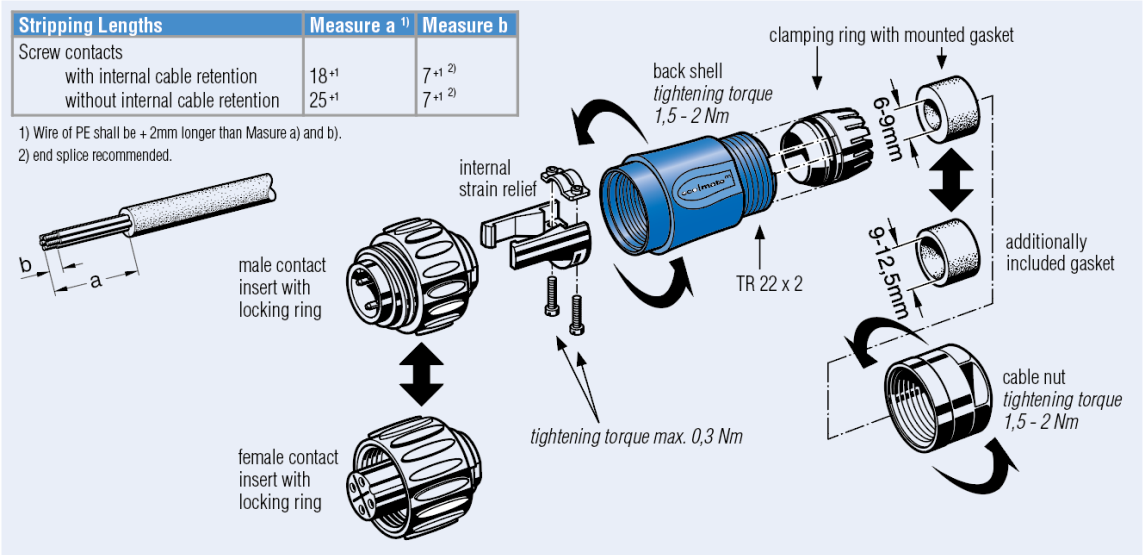

Fig.1 Connector Exploded View and Cable/Wire Strip Length
Step 2: Strip the prepared cable including internal core wires by condition with dimensions of Fig.1.